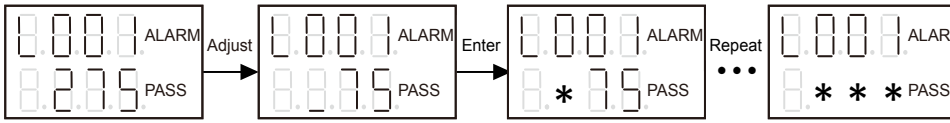

Fig. 40 Fig. 41 Fig. 42 Fig. 43
(1) Press “SEL” to select the submenu (L001 ~ L008). L001 ~ L006 refer to the sensitivity of zone 1~ 6. Taking L001 as an example, see Fig. 40 ~ 43, press “ADJ” to select the sensitivity digits. The selected digit can be changed by pressing “ENT”. After the sensitivity of zone 1 is set, press “SEL” to enter the sensitivity setting menu of zone 2.